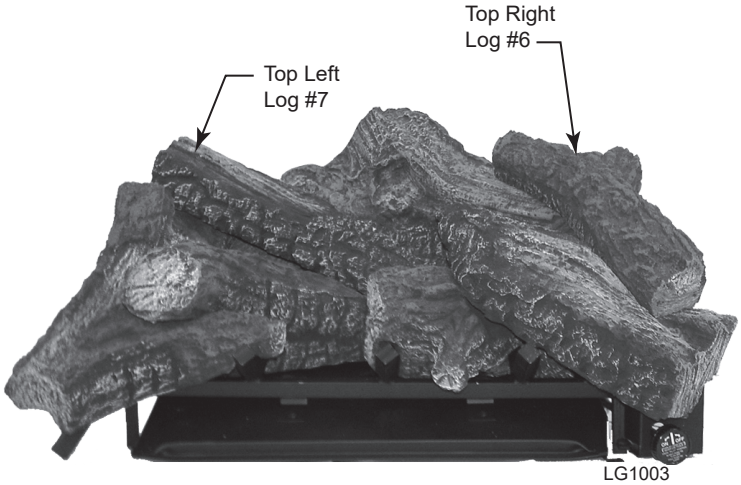

Figure 33
6. Rest top right log (#6) on back log and bottom right log. *Figure 33*
7. Place top left log (#7) on bottom left log. *Figure 33*